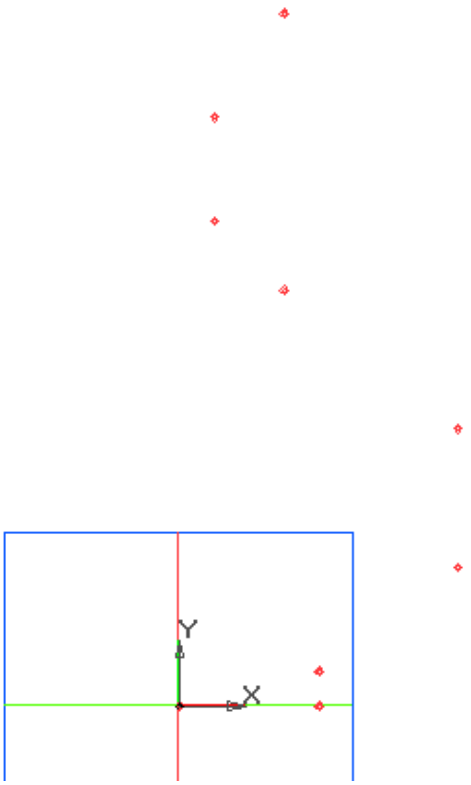

Рис. 9.9. Нанесение вспомогательных точек для построения образующей линии модели вазы.
1) постройте вспомогательные точки с координатами (0; 0), (20; 0), (20; 5), (40; 20), (40; 40), (15; 60), (5; 70), (5; 85) и (15; 100) – рис. 9.9;